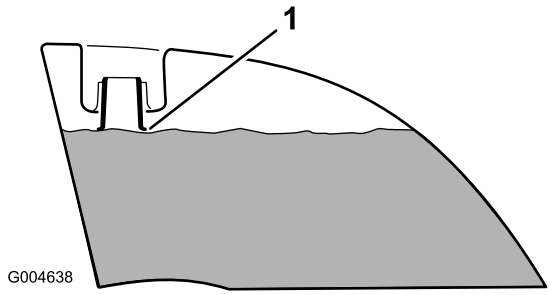

Figur 9
4. Fyll drivstoff på begge tankene helt til nivået er ved bunnen av påfyllingshalsen (Figur 9). **Drivstofftankene må ikke overfylles.**